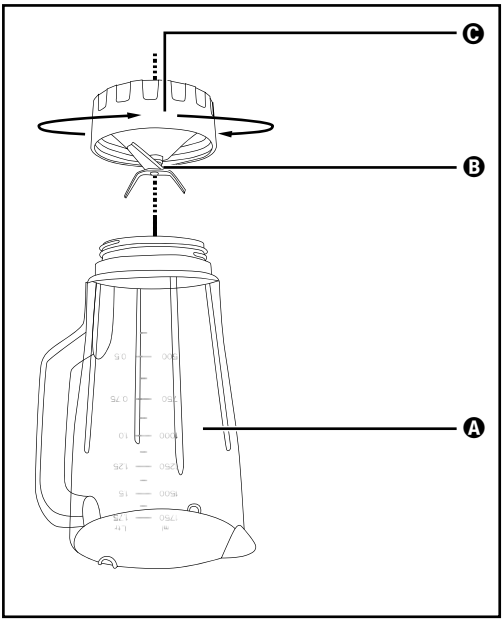

Rys. 3
2) bróć urządzenie do góry nogami i odkręć plastikową część Ⓒ przystawki miksującej ❸ w lewo, aby odłączyć ją od górnej plastikowej części Ⓐ przystawki miksującej ❸ (patrz rys. 3).